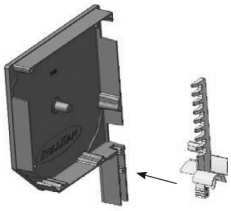

Рис. 3
1. Установить зубчатые замки в боковые крышки короба. Правый зубчатый замок необходимо установить в правую боковую крышку короба, левый в левую (рис. 3)